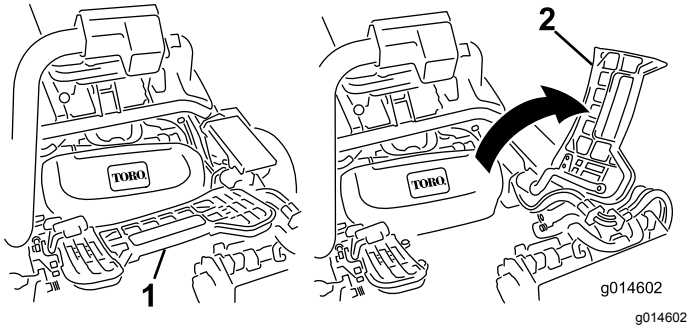

Figure 35
2. Relevez le repose-pieds pour accéder à la position du plateau de coupe central (Figure 35).